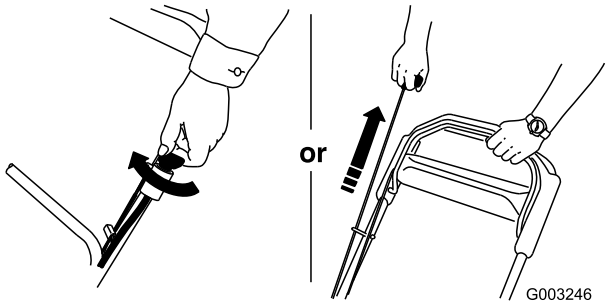

Figur 20
3. Start motoren vha. enten tændingsnøglen (kun model 20796) eller tilbageslagsstarteren (Figur 20).